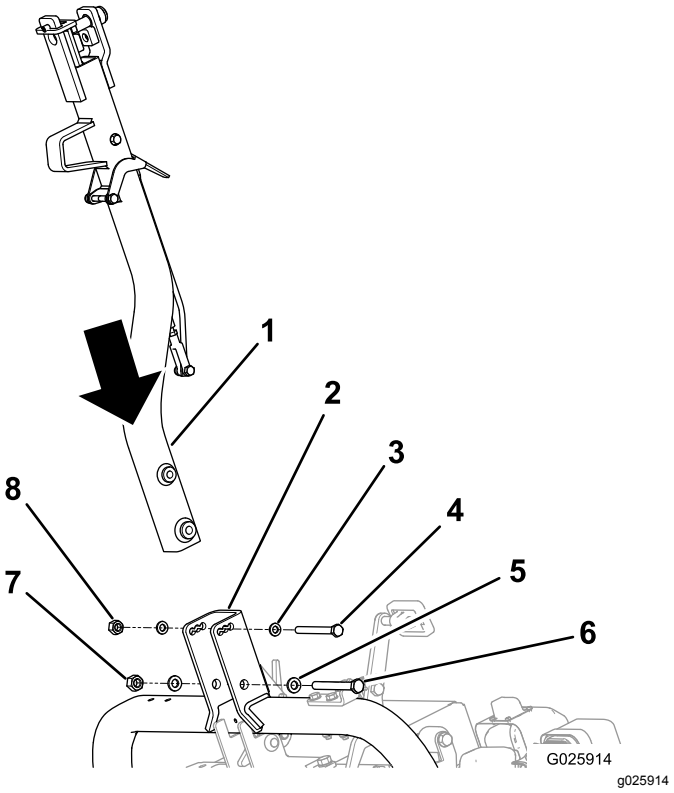

**Figura 5**
2. Prenda o engate ao suporte da articulação do engate com os dispositivos adequados; consulte Figura 5.